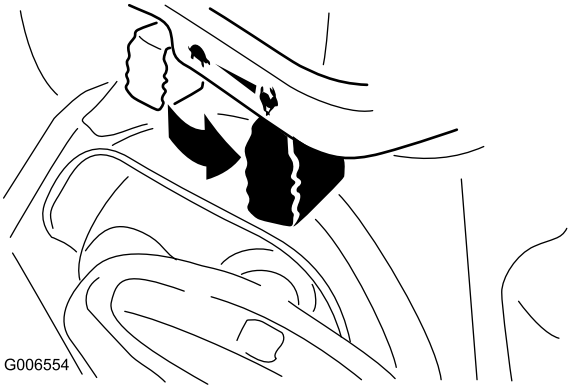

Figur 25
6. Flytta gasreglaget till det snabba läget (Figur 25).